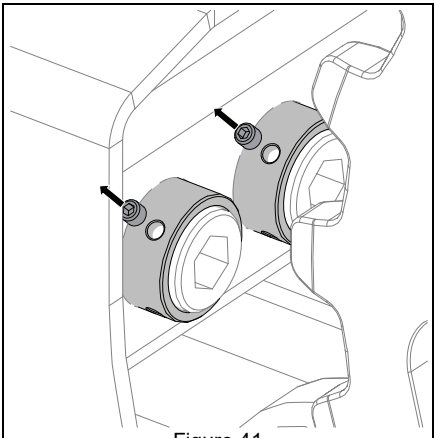

Figure 41
1. Remove both sets of inner and outer small set screws. See Figure 41.